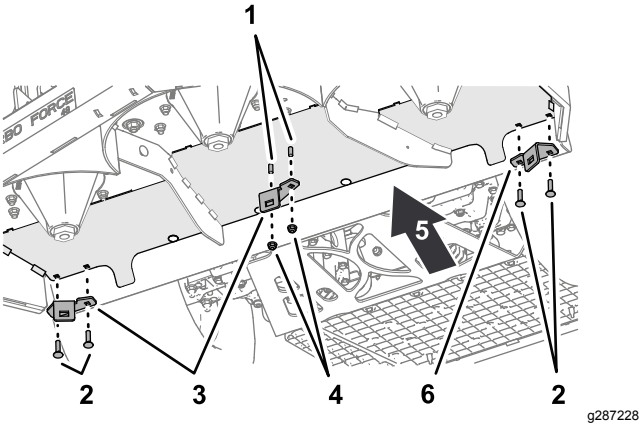

Figure 47
3. Remove the left baffle support and 2 carriage bolt (5/16 x 1-1/4 inch) from the bottom of the mower deck as shown in Figure 47.
4. Remove the right baffle support and 2 carriage bolt (5/16 x 1-1/4 inch) from the bottom of the mower deck as shown in Figure 47.
5. Remove the 2 flange locknut (5/16 inch) that secure the center baffle support to the 2 flange-head bolts (5/16 x 3/4 inch), and remove the center support (Figure 47).